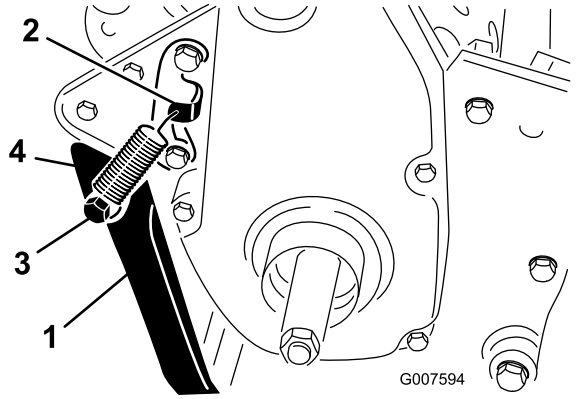

Figur 6
2. Hekt fjæren inn i hullet på fjærbraketten og videre på fjærbolten mens du justerer støtten i forhold til monteringshullene bak på rammen (Figur 6).
3. Monter støtten til hver side av rammen med en bolt, en låseskive, en flat avstandsskive og en låsemutter (Figur 6).